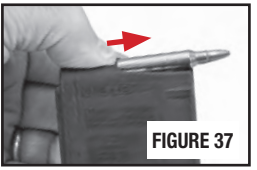

FIGURE 37
- Remove remaining live rounds from the magazine by sliding them forward and out of the magazine (FIGURE 37).